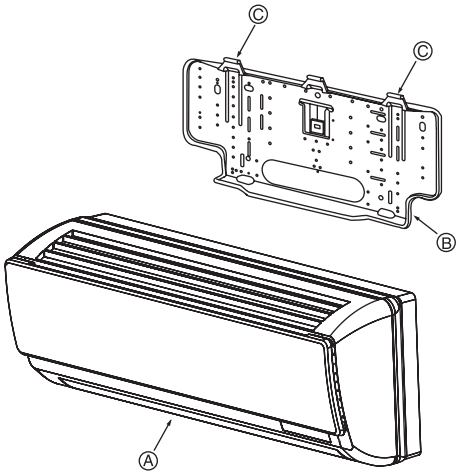

Fig. 3-8
3.3. Montage der Anlage (Fig. 3-8)
① Bringen Sie die Hängebefestigungen der Innenanlage sicher über den Schneppern der Wandbefestigung an.